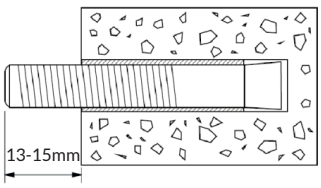

Rys.6
- W przypadku montażu na betonowej, ceglanej ścianie lub innej twardej powierzchni należy przewidzieć dodatkowe miejsce na instalację śrub. Następnie zamontować śrubę M8 w ścianie, tak aby wystawała poza kołek 13-15mm. Rys. 6.